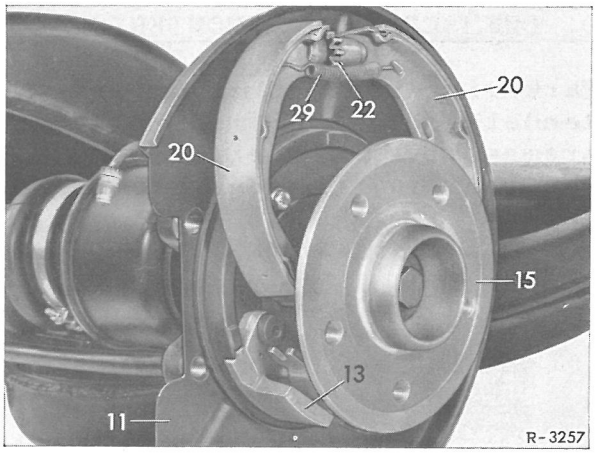

Fig. 42-14/13
6 Begge bremsesko (2o) spredes så meget forneden, at de kan løftes af over baghjulsflangen (15) (fig. 42-14/13).